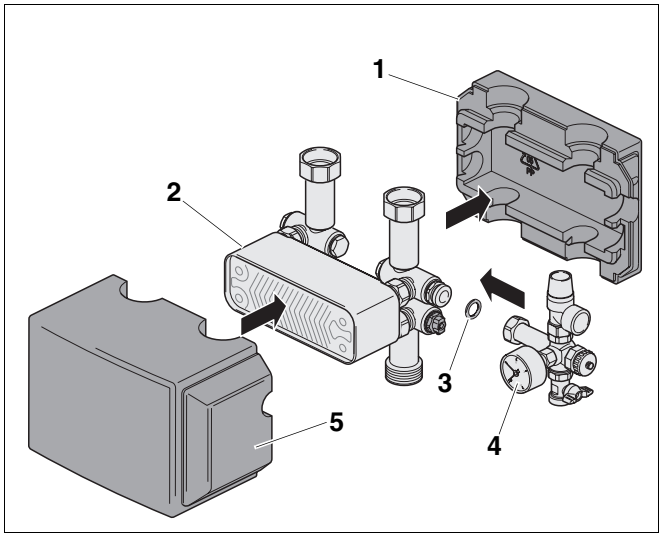

Abb. 4 Sicherheits-Set montieren
- Entnehmen Sie den Wärmetauscher (Abb. 4, **Pos. 2**) aus dem Wärmeschutz (Abb. 4, **Pos. 1** und **Pos. 5**).
- Beiliegende Dichtung (Abb. 4, **Pos. 3**) in die Anschlussverschraubungen des Sicherheit-Sets (Abb. 4, **Pos. 4**) einlegen und mit dem Wärmetauscher verschrauben.